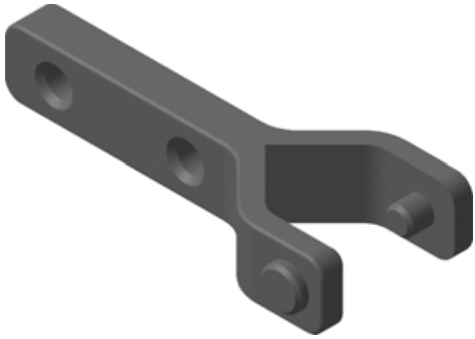

Рис. 5.102
- Подтвердите создание копии нажатием кнопки **Создать объект** на панели специального управления (рис. 5.102).